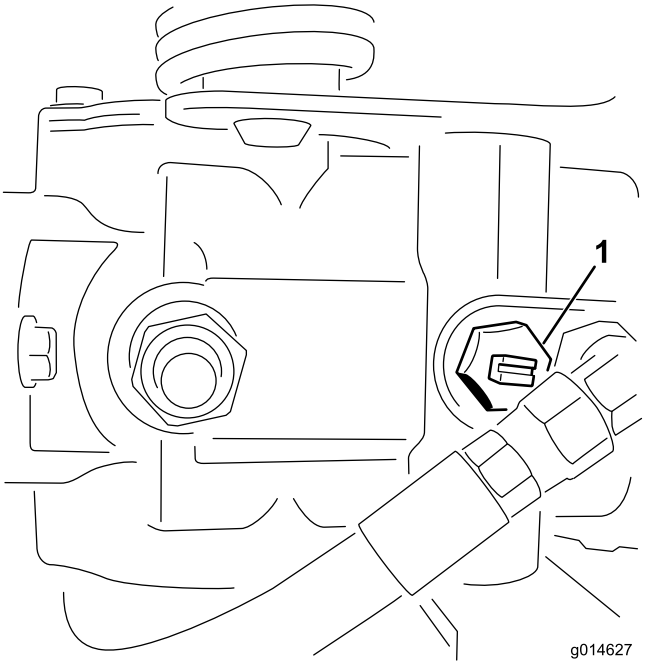

Figuur 41
1. Ga naar de omloopklep op de pomp en draai deze zodat de sleuf verticaal staat (Figuur 41).
2. Voordat u de motor start, moet u de omloopklep sluiten door deze zo te draaien dat de sleuf horizontaal staat (Figuur 41). U mag de motor niet starten als het ventiel open is.